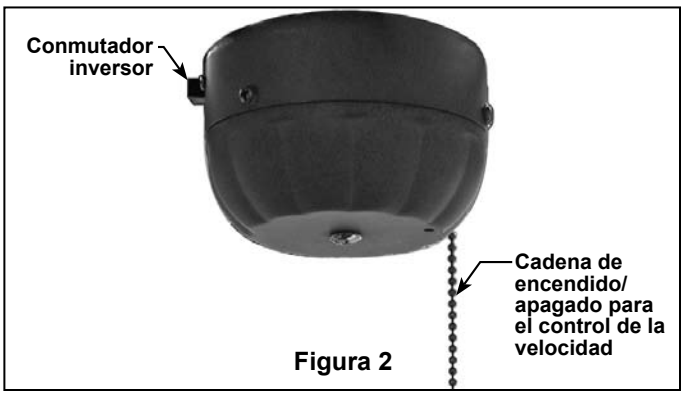

Figura 2
2. Verifique el funcionamiento del ventilador tirando levemente de la cadena de encendido/apagado. (Figura 2).